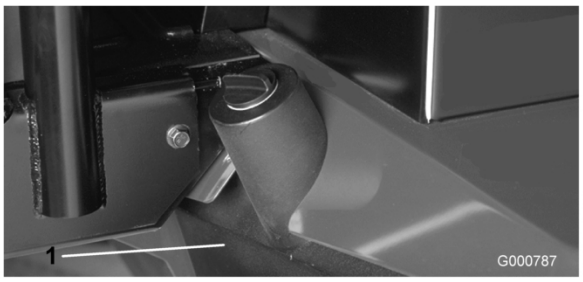

Figuur 64
2. Verwijder de aftapplug uit de onderkant van het reservoir (Figuur 64) en laat de hydraulische vloeistof in een opvangbak lopen. Plaats de aftapplug terug wanneer er geen hydraulische